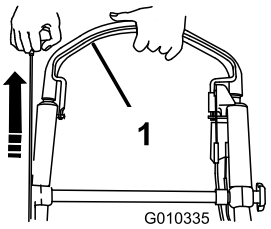

**Figur 21**
3. Håll knivstyrstången mot handtaget och dra i startsnöret (Figur 21).